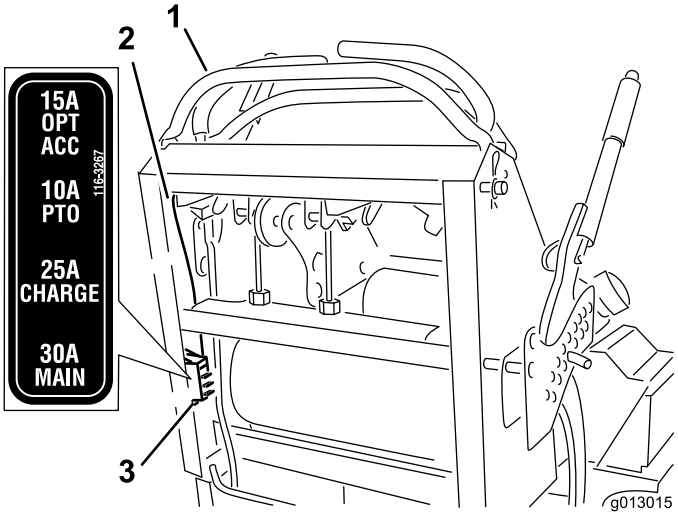

Figuur 55
2. trek de zekering eruit om deze te verwijderen en te vervangen (Figuur 55).